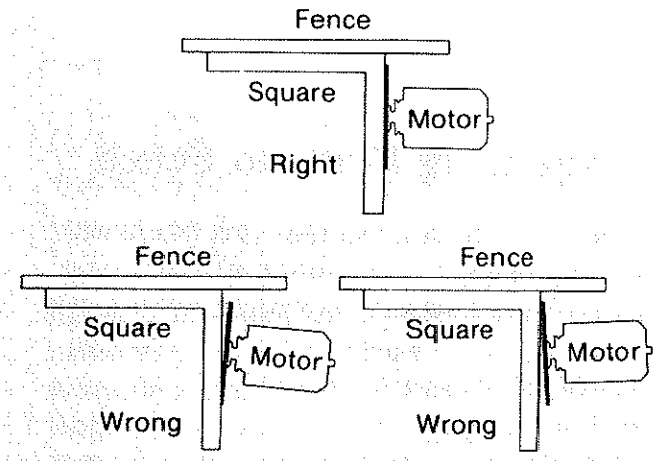

Fig. 61
5. **If** the square is flush with the *blade* after each rotation, no change is needed. (Figure 61) Go to the next section, **or**
If there is a gap between the square and the *blade* after any rotation, go to step 6. (Figure 61)